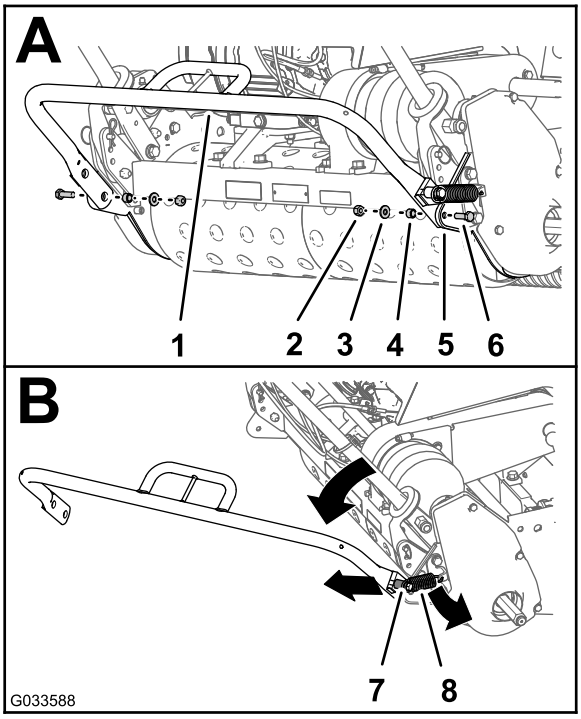

Figura 2
1. Com o apoio em cima, retire a porca de bloqueio, a anilha, o espaçador e o parafuso (5/16" x 1") que prende cada lado do apoio às placas laterais (A da Figura 2).
2. Retire a mola do pino de mola (1") do apoio (B da Figura 2).